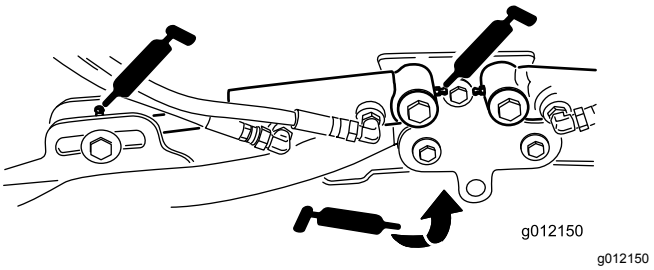

Figuur 39
- Cilinders van hefarm van maaidek (2 elk) (Figuur 39)
- Draaipunten van hefarm (1 elk) (Figuur 39)